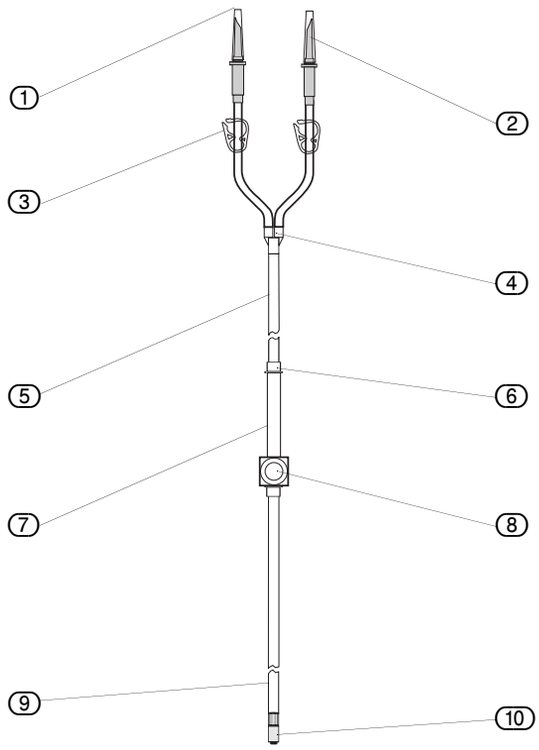
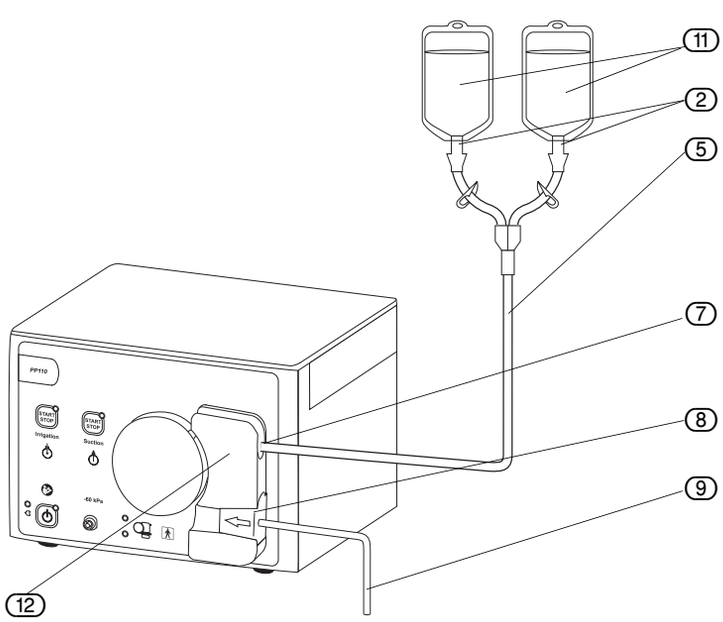

Afb. 5-3 Elementen spoelslangset
Afb. 5-4 Plaatsen van de slangset
Om het steriele bereik te scheiden van het niet-steriele moeten de volgende taken worden toegewezen overeenkomstig het 'steriele personeel' resp. het 'niet-steriele personeel'. De aangegeven nummers hebben betrekking op Afb. 5-3 "Elementen spoelslangset" en Afb. 5-4 "Plaatsen van de slangset".
- ▶ Sluit vóór het aanbrengen beide slangklemmen (3) (Afb. 5-3 "Elementen spoelslangset") bij de zakken.